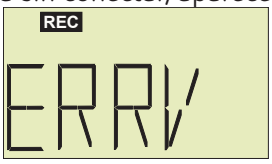

Figura 16: Pantalla error de tensión
**Pantalla de acceso a la visualización de los parámetros de configuración de las comunicaciones.** (6) Pulsar la tecla **PROG** con una pulsación larga (> 3s) para acceder a las pantallas donde se visualizan los parámetros de configuración de las comunicaciones RS-485 (*"5.1.2.- PANTALLAS DE VISUALIZACIÓN DE LOS PARÁMETROS DE CONFIGURACIÓN DE LAS COMUNICACIONES"*).
(5) El modelo **RECmax-CVM** de 4 polos supervisa si la conexión del equipo es correcta, Si la conexión no se ha realizado correctamente, por ejemplo L2 está sin conectar, aparece la pantalla de **Figura 16.**